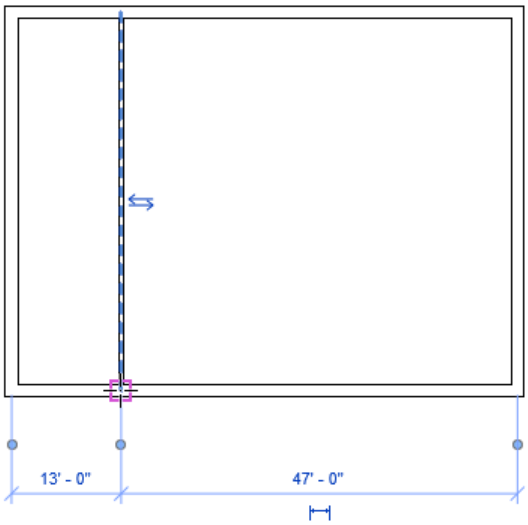

Figure 3-82 *Straight wall created till the lower exterior wall*
2. Press SHIFT and move the cursor downward. You will notice that the cursor moves parallel to the vertical axis while moving it downward. Click near the lower exterior wall, as shown in Figure 3-82 when the **Vertical and Nearest** symbol appears.